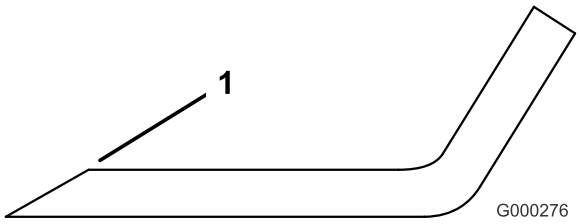

Figura 81
1. Utilice una lima para afilar el filo de corte en ambos extremos de la cuchilla (Figura 81). Mantenga el ángulo original. La cuchilla permanece equilibrada si se retira la misma cantidad de material de ambos bordes de corte.